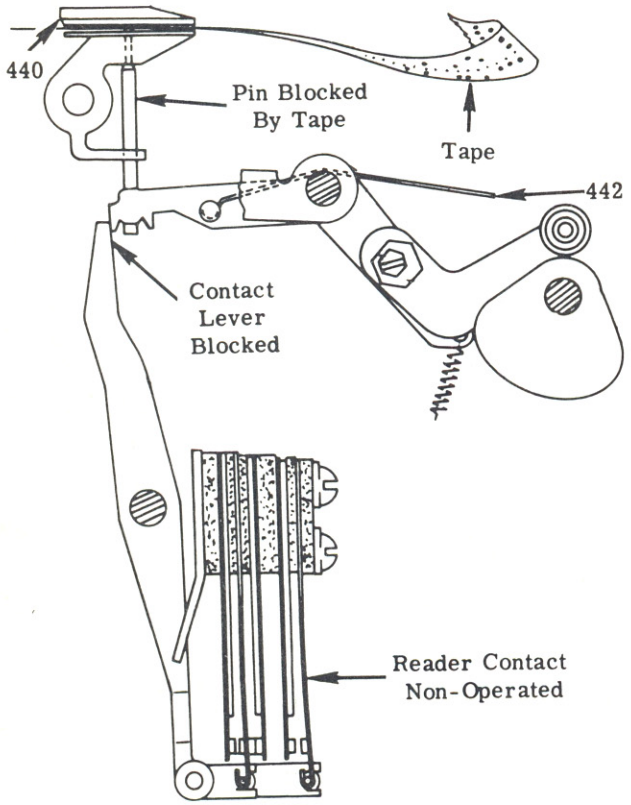

Figure 6 Feeler Pin Stopped By Tape
If there is no perforation in alignmen with a feeler pin, the pin will come up to the tape and make light contact with it, due to the tension of spring (442), which is insufficient to force the pin through the tape. Thus, the interposers will not release the contact arms and the contacts will not be allowed to operate. (See Figure 6)